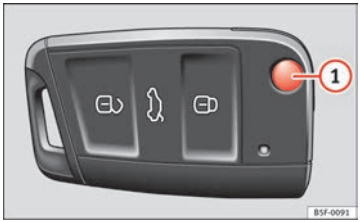
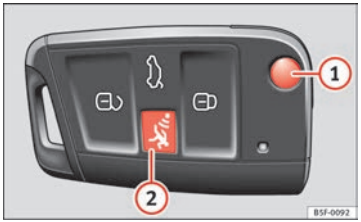

Fig. 45 Vehicle key
Fig. 46 Vehicle key with alarm button
Press button (1) ⇒ Fig. 45 or ⇒ Fig. 46 to unlock and unfold the key shaft.